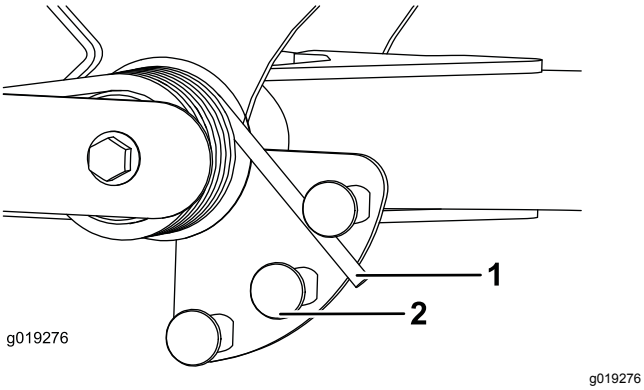

Figur 54
2. Sett inn et rør eller lignende objekt på den lange fjærenden og sving det rundt fjæraktuatoren til ønsket stilling (Figur 54).